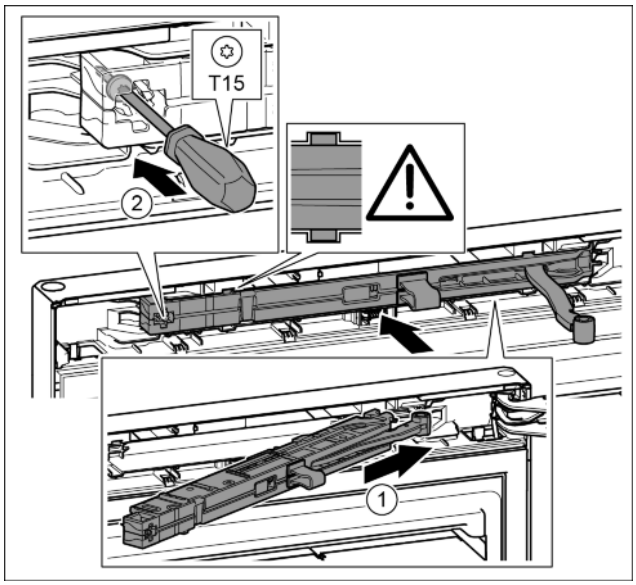

Fig. 20
▶ Slide the soft stop mechanism on the bearing bracket side at an angle into the slot as far as the limit stop. *Fig. 20 (1)*
▶ Tighten the screw with the T15 screwdriver. *Fig. 20 (2)*